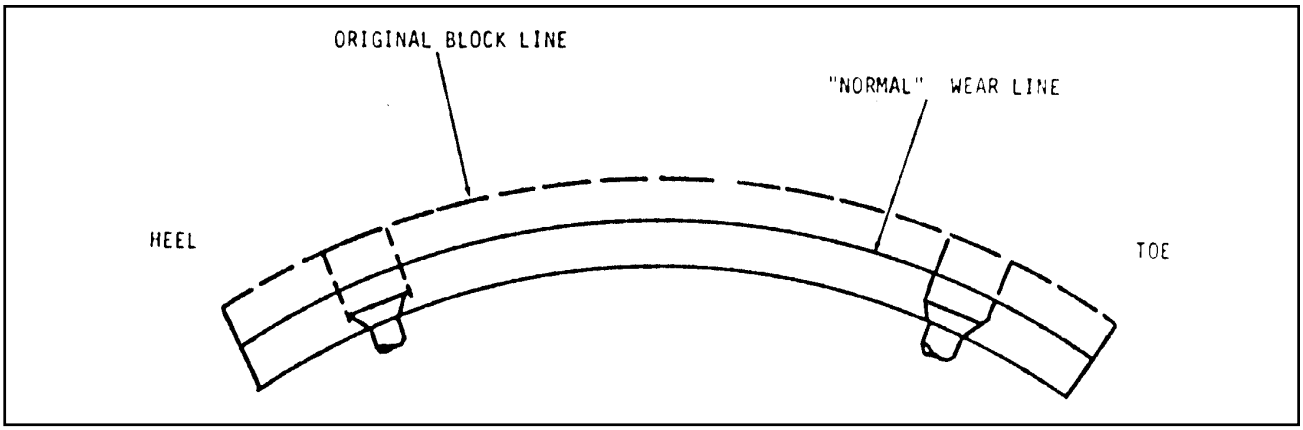

**Figure 4-9 Brake Lining Wear**
**c.** Check brake linings for excessive wear or distortion **(See Figure 4-9).**
The brake assemblies should be inspected and adjusted every 2,000 miles or monthly. Examine the brake linings visually to locate the lining showing the greatest amount of wear. The wheel and drum should be removed and the linings replaced if the thinnest portion of the lining is 3/8 in. (9.5 mm) or less. Do not allow the linings to wear thin enough that the lining rivet contacts the drum. **(See Figure 4-9)**.